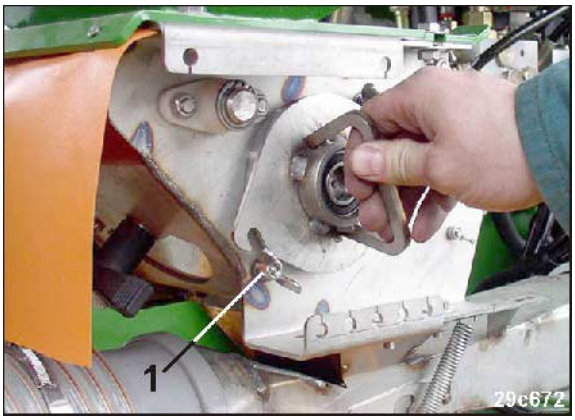

**Fig. 148**
3. Desserrez deux écrous à oreilles (Fig. 148/1), sans les dévisser.